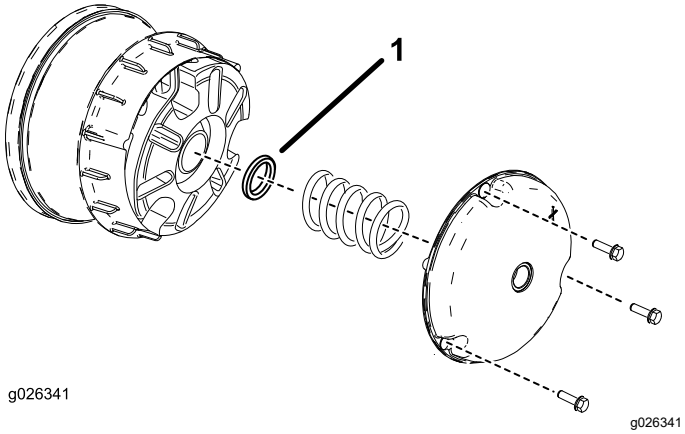

Figuur 64
2. Verwijder de bouten waarmee de kap van de primaire koppeling is bevestigd zoals getoond in Figuur 64.